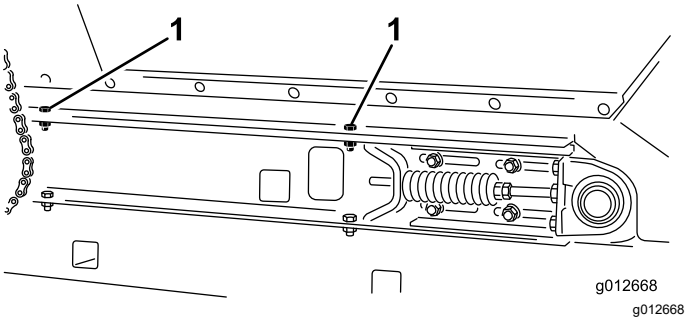

**Figuur 31**
2. Verwijder aan elke kant van de machine 2 inbusbouten, 2 ringen en 2 borgmoeren waarmee de hopper aan de glijframerails zijn bevestigd (Figuur 31).